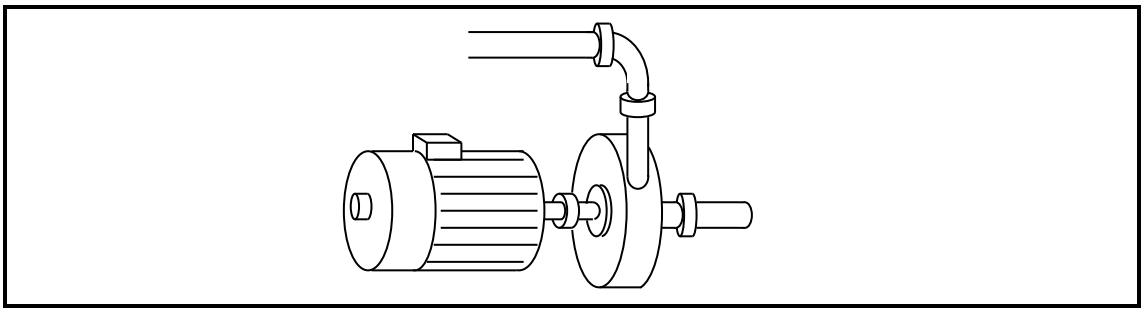

FIGURE 2
Design only a control starter circuit for a three-phase direct-on-line (DOL) induction motor driving a pump as shown in FIGURE 2. The pump must start when a buffer storage tank is a quarter full and stop when the buffer storage tank is full. (4)